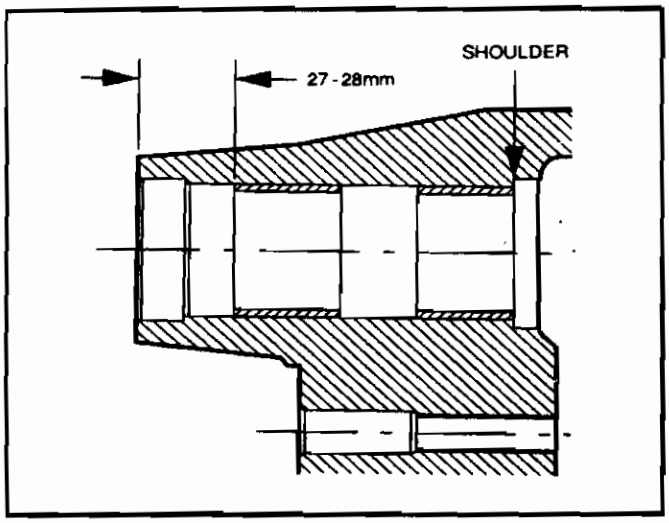

Figure 23.
2. The front edge of the bushing should be flush with the recess in the mouth of the housing bore (Figure 23).